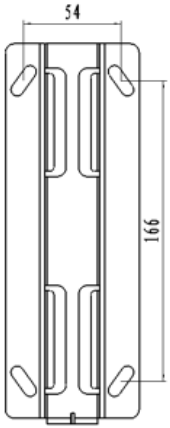

Рис. 1
2. Возьмите монтажный кронштейн в качестве шаблона, чтобы отметить положение болтов, и просверлите в стене четыре отверстия **(Рис. 1)**.